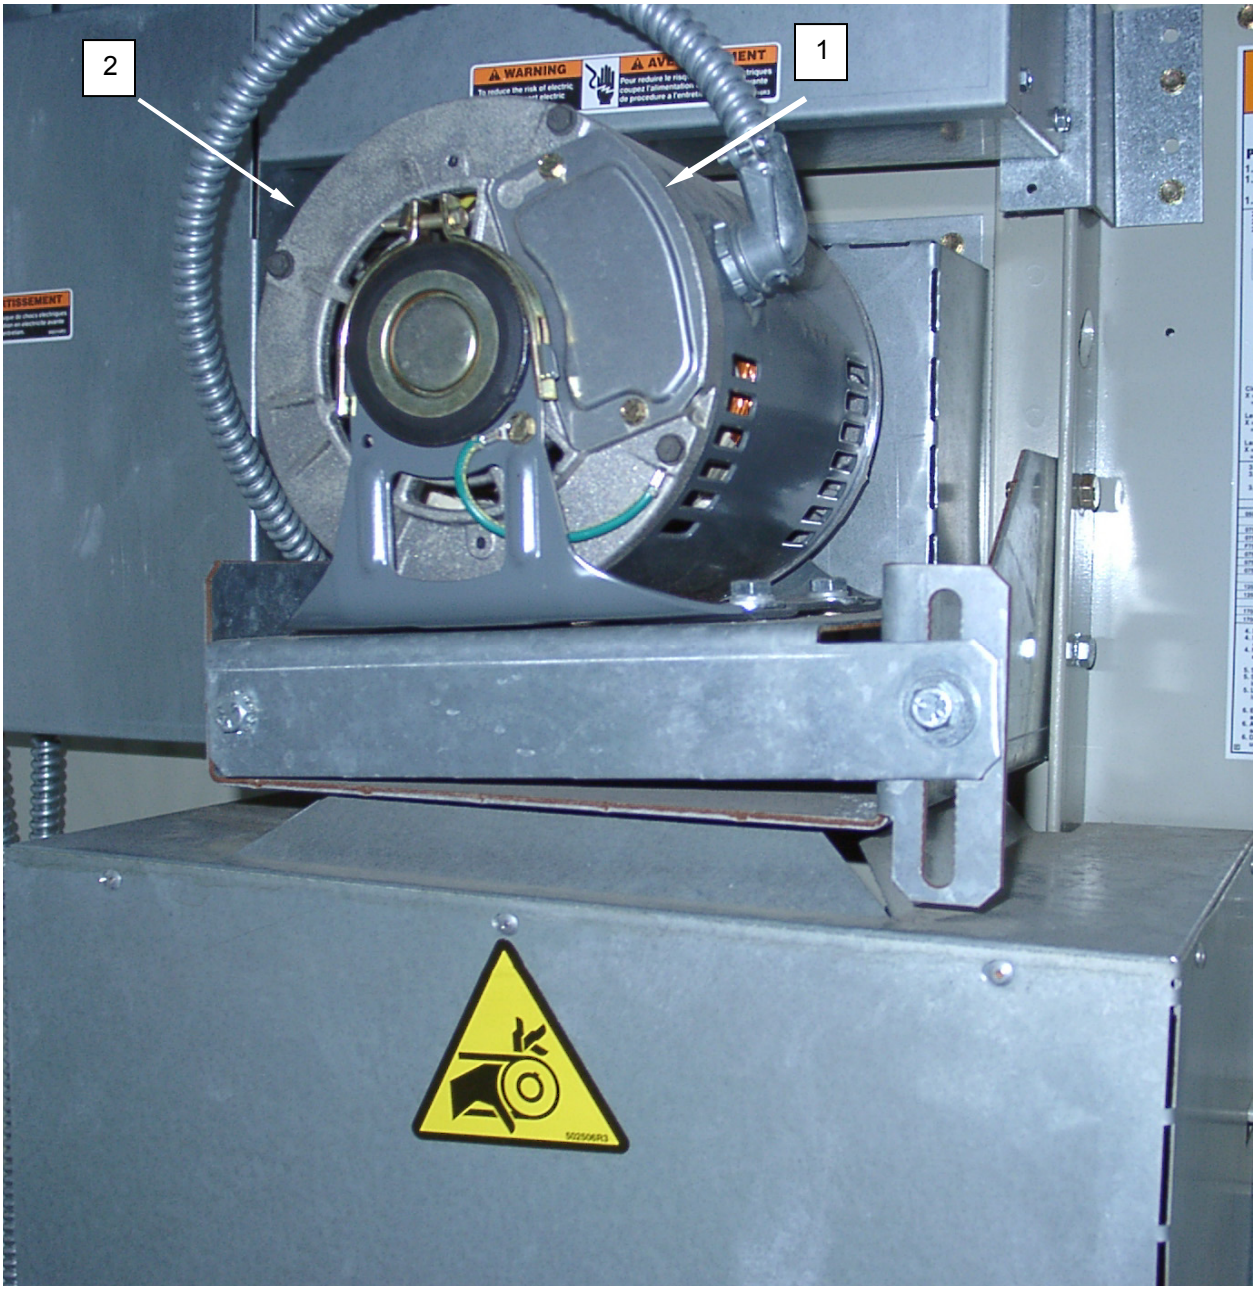

Figure 1. Test the Cylinder Drive Motor.
2. Remove screws retaining junction box cover **(Figure 1, Item 1)** and remove junction box cover.
3. Tag and disconnect wiring from motor **(Figure 1, Item 2)**.
6. Replace an open or shorted motor **(Figure 1, Item 2)**.
8. Install junction box cover **(Figure 1, Item 1)** and retain with screws.
3. Locate the fan contactor **(Figure 1, Item 3)**.
4. Tag and disconnect wires **(Figure 1, Item 4)** from T1 and T2.
5. Use an ohmmeter to test for 4 ohms resistance between disconnected wires **(Figure 1, Item 4)**.
6. Use an ohmmeter to test for infinite resistance between each disconnected wire **(Figure 1, Item 4)** and ground.
8. Connect wiring **(Figure 1, Item 4)** as tagged.